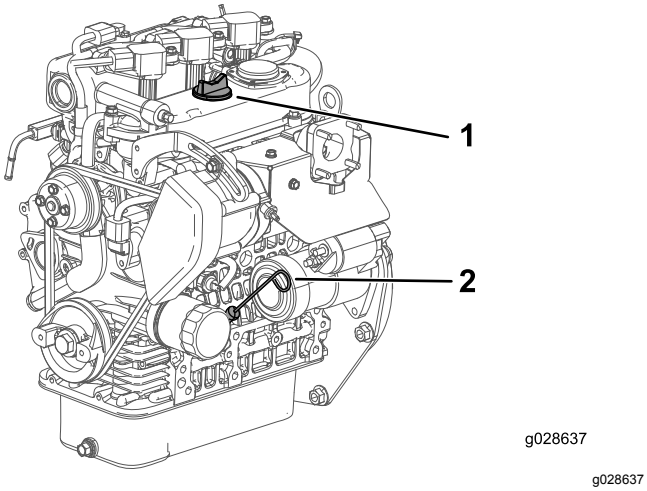

**Rysunek 16**
2. Wyciągnij wskaźnik poziomu i przetrzyj go czystą szmatką (Rysunek 16).
3. Wsuń wskaźnik poziomu do rurki i upewnij się, że jest wsunięty do końca (Rysunek 16).
4. Wyjmij wskaźnik poziomu i sprawdź poziom oleju (Rysunek 16).
5. Jeżeli poziom oleju jest niski, odkręć korek wlewu (Rysunek 16) i wlej taką ilość oleju, aby poziom na wskaźniku poziomu sięgał oznaczenia „Pełny”.
6. Wsuń wskaźnik poziomu do oporu w swoje miejsce (Rysunek 16).